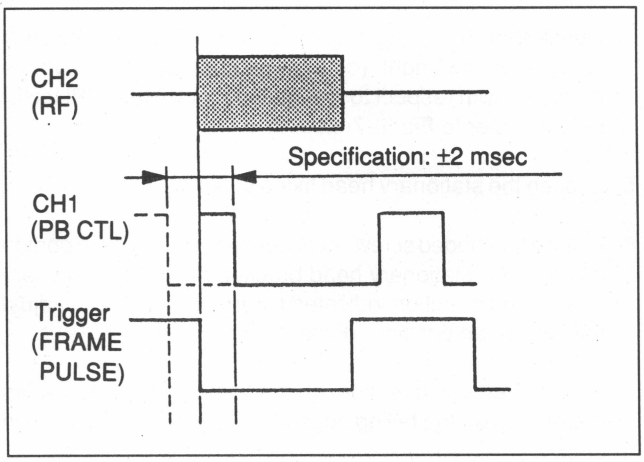

Fig. 8-7-3. PB CTL Phase Check
5. Check that the phase difference at the rising edges of CH-1 (PB CTL) and trigger (FRAME PULSE) pulses satisfies the specification. (Fig. 8-7-3)